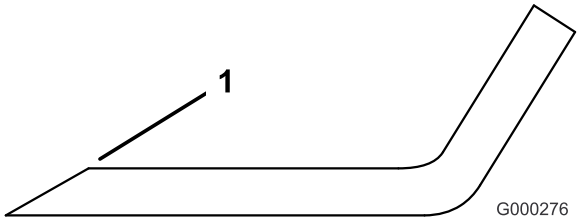

**Figuur 73**
1. Gebruik een vijl om de snijranden aan beide uiteinden van het mes te slijpen (Figuur 73). Houd daarbij de oorspronkelijke hoek in stand. Het mes blijft in balans als u van beide snijranden dezelfde hoeveelheid materiaal verwijdert.